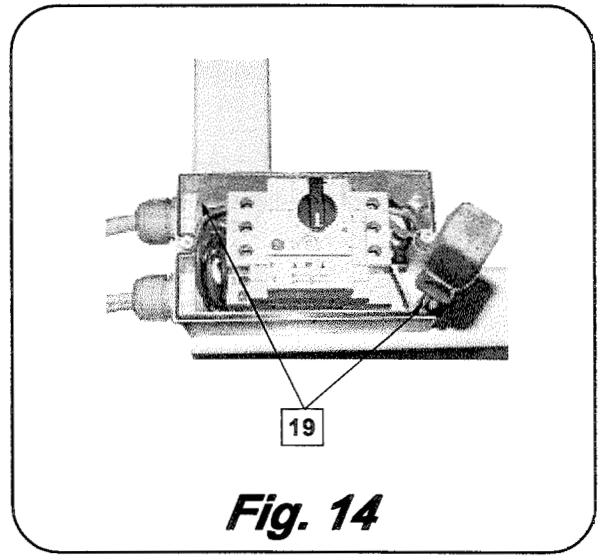

Fig. 14
20. Posizionare il salvamotore sul banco di sostegno come raffigurato in Fig. 14 e fissarlo dall'interno con le 2 viti (**17**) nei punti (**19**). Richiudere il salvamotore.
20. Position the thermal overload on the frame of the machine as seen in Fig. 14 and secure it from the inside with the 2 screws (**17**) through the holes (**19**). Close the lid to the thermal overload box.